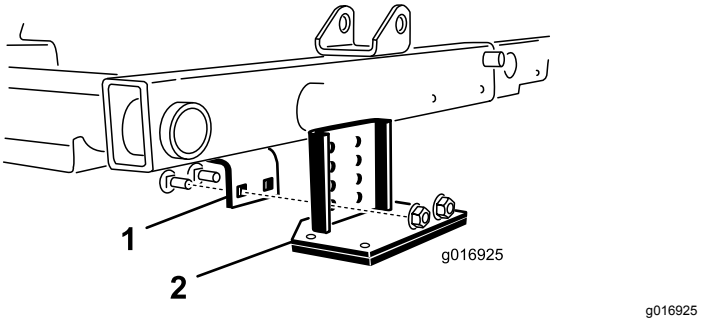

Figur 30
2. Lokalisera ramfästet ovanför mittklippenheten (Figur 30).
3. Medan den främre rullen på mittklippenheten trycks ner, fastställ vilka hål på tippfästet som är i linje med hålen på ramfästet för att uppnå samma kontakt med rullen när tippfästet har monterats (Figur 30).
4. Sänk ner klippenheterna och montera tippfästet på ramen med de två vagnskruvar och muttrar som medföljer satsen (Figur 30).